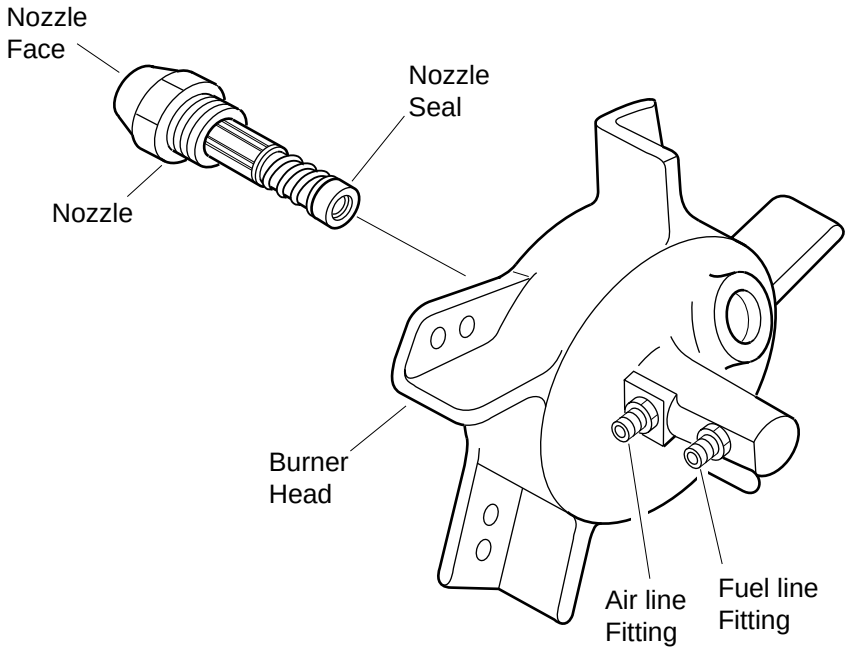

***Figure 28 - Removing Nozzle, 70/90,000 BTU/Hr Models***
8. Carefully remove nozzle from burner head using 5/8" socket wrench (see Figure 28).